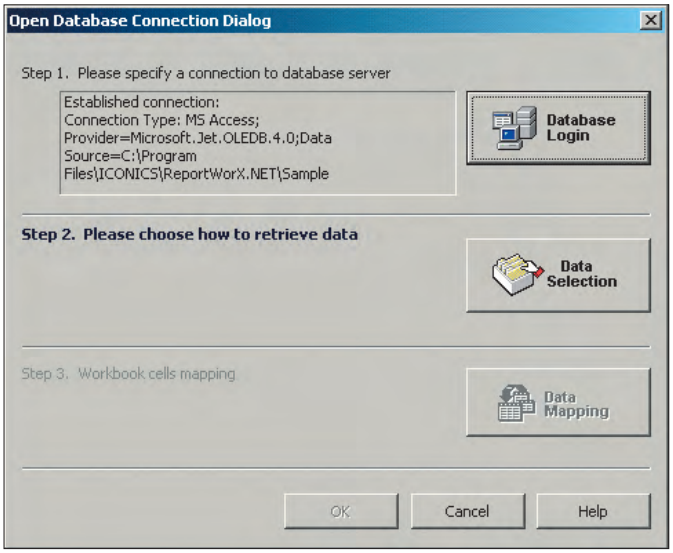

Рис. 16. Выбор данных из базы
5. Диалог соединения с базой данных примет вид, показанный на рис. 16. Нажмите кнопку **Data Selection** (Выбор данных) для определения того, какие именно данные из базы требуется включить в отчёт. Для выполнения этой процедуры существуют 2 режима: **Simple Configuration Mode wizard** (Простое конфигурирование) и **Advanced Configuration Mode wizard** (Расширенное конфигурирование). В этом примере будет рассмотрен режим **Simple Configuration Mode wizard**.